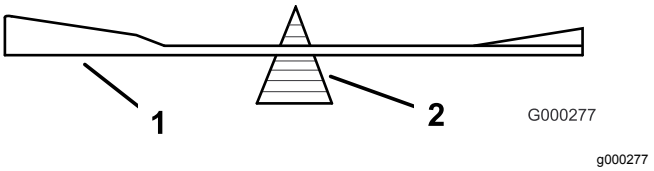
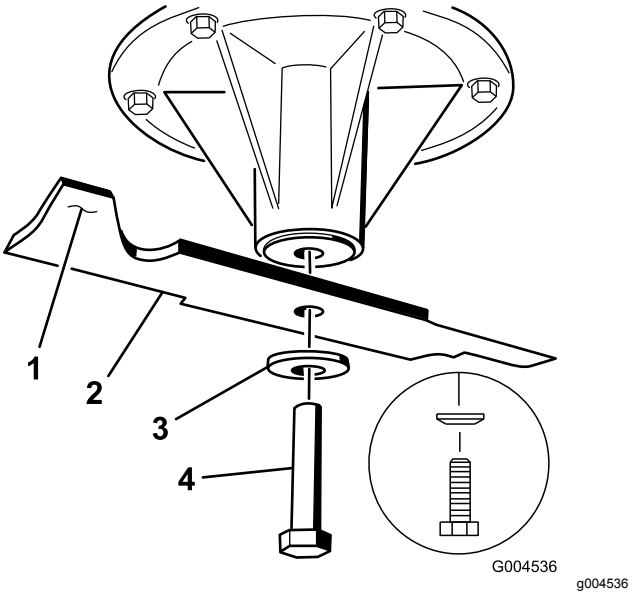

Figur 81
Figur 82
2. Fjern knivbolten, fjederskiven og kniven fra spindelakslen (Figur 82).
2. Kontroller skæreknivens balance ved at placere den på en afbalanceringsenhed (Figur 81). Hvis skærekniven forbliver i en vandret position, er skærekniven afbalanceret og kan benyttes. Hvis skærekniven ikke er afbalanceret, skal der slibes lidt mere metal af enden af sejlområdet (Figur 82). Gentag denne procedure, indtil skærekniven er afbalanceret.
1. Monter skærekniven på spindelakslen (Figur 82).
2. Monter den buede skive og knivbolten. Den buede skivekonus skal installeres mod boltens hoved (Figur 82). Tilspænd skæreknivsbolten med et moment på 115 til 150 N·m.